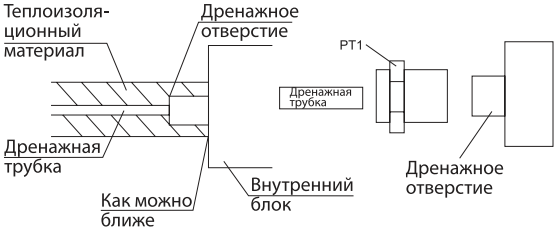

Рисунок 26 - Подсоединение дренажной трубки к внутреннему блоку
• Дренажный трубопровод должен быть надлежащим образом изолирован, чтобы предотвратить образование конденсата. Толщина теплоизоляционного материала должна быть не менее 9 мм (см. рис. 26).